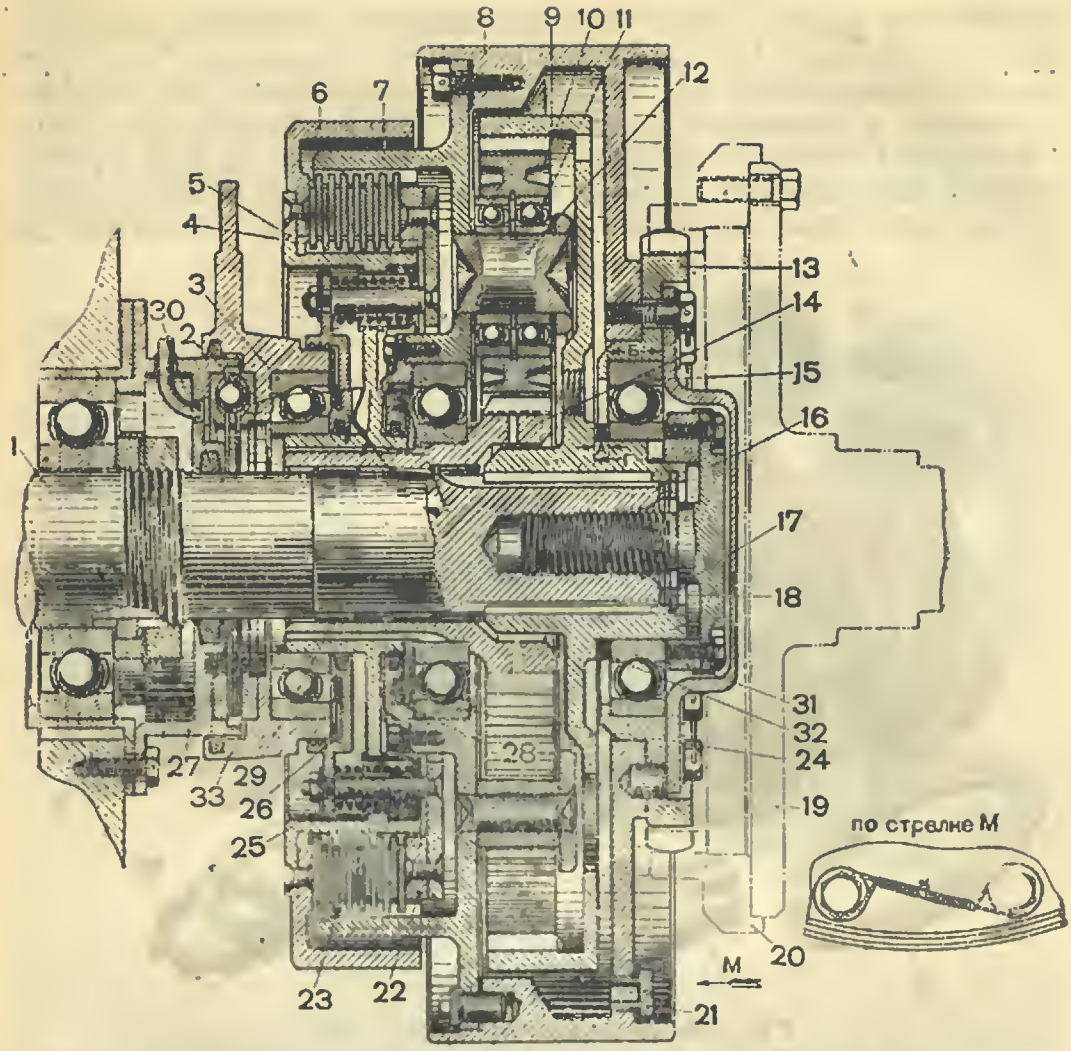

Рис. 175. Планетарный механизм поворота (разрез):
2. Не отсоединяя коробки от крана, раздвинуть венцы несущих дисков *20* (рис. 175) так, чтобы выточки на них совпали с фланцами несущих дисков бортовых передач, и соединить болтами венцы несущих дисков с несущими дисками бортовых передач.
Планетарный механизм поворота (рис. 175) состоит из планетарного блока, остановочного барабана, фрикциона и тормозных лент.
К планетарному блоку относится: эпициклическая шестерня *9* (рис. 175), водило *7*, четыре сателлита *10*, солнечная шестерня *14*. Эпициклическая шестерня *9*, насаженная на шлицы главного вала коробки перемены передач, находится в зацеплении с сателлитами.
В ступице эпицикла *9* (рис. 175) со стороны бортовой передачи устанавливаются регулирующие кольца — шлицевая шайба *18* и замковое кольцо. Шайба имеет выступы такой же формы, как шлицы главного вала. Шлицевая шайба вставляется выступами в кольцевую выточку шлицованной части ступицы эпицикла и навёртывается на один шлиц. Замковое кольцо вставляется выступами в шлицы эпицикла и в прорези шлицевой шайбы *18* для удержания её от проворачивания в выточке эпицикла. После установки замковое кольцо раскернивается по торцу.
На четырёх осях *12* (рис. 175), укреплённых в водиле, смонтированы сателлиты *10*. Каждый сателлит вращается на двух шарикоподшипниках *11*. Между шарикоподшипниками, внутри сателлита, в специальную канавку ставится пружинное кольцо. Со стороны коробки перемены передач на диске водила имеется венец с внутренними зубьями, который является ведомым барабаном фрикциона механизма поворота. Водило опирается на
Остановочный (тормозной) барабан *8* (рис. 175), жёстко соединённый с водилом, предназначенный для торможения, одновременно является картером планетарного блока.
Фрикцион (рис. 175) поворота представляет собой выключающуюся многодисковую муфту трения, предназначенную для отключения солнечной шестерни от водила.
К ведущим частям фрикциона относятся: ведущий барабан фрикциона *5* (рис. 175) с малым тормозным барабаном *6*, семь стальных ведущих дисков *4*, нажимной диск *22*, отжимной диск *26*.
К ведомым частям фрикциона относятся: зубчатый барабан фрикциона с диском водила *7* (рис. 175) и семь стальных ведомых дисков *23*. Зубчатый барабан и диск водила изготовлены за одно целое и выполняют роль ведомого барабана фрикциона. Внутренними зубьями барабан соединяется с наружными зубьями семи ведомых дисков *23* и вращается с ними как одно целое.
К механизму выключения фрикциона относятся: неподвижная чашка *27* (рис. 175), сепаратор с тремя шариками *2*, подвижная чашка *33*.
Когда между шариками и впадинами канавок имеется осевой зазор в 1 мм, то пружины, упираясь в колпачки, отжимают отжимной диск *26* (рис. 175) в сторону коробки перемены передач. Отжимной диск *26* с помощью пальцев *25* тянет нажимной диск *22* и сжимает ведущие и ведомые диски трения. Это положение соответствует включённому состоянию фрикциона и обеспечивает соединение солнечной шестерни с водилом.